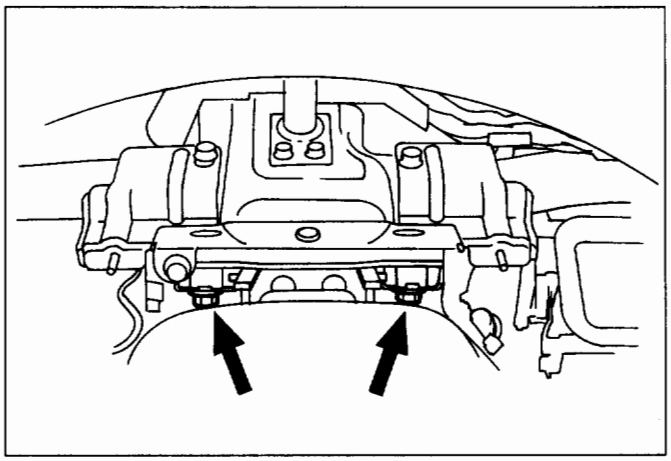

Fig. 10-20
5. **Steering column fixing bolts (Fig.10-20)**
- Remove 2 fixing bolts. (Fig.10-20)